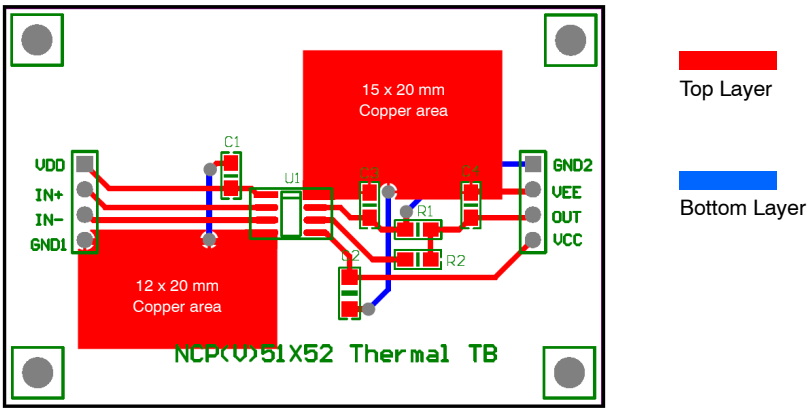

Figure 4. Reference Layout for the Type−A
7. As specified for a reference layout shown in Figure 4. The DUT is mounted on a 60 x 40 x 1.6 mm FR4 substrate with an additional heat spreading copper of 240 mm^2/300 mm^2 (Primary/Secondary). The copper thickness is 1 oz and test conditions is under natural convection or zero air flow.